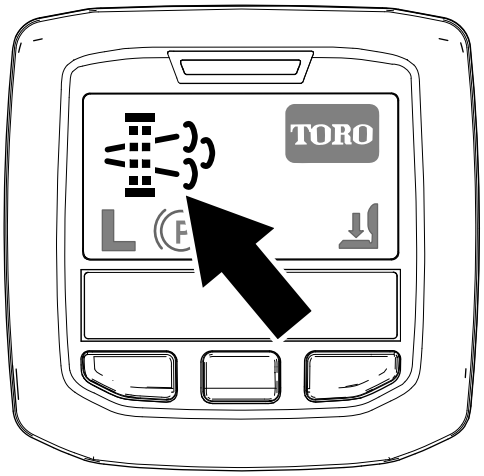

**Figur 27**
- Symbolen för begäran om parkerad regenerering visas i InfoCenter (Figur 27).